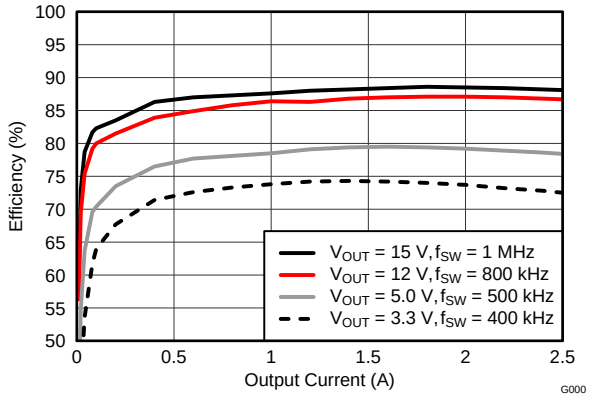
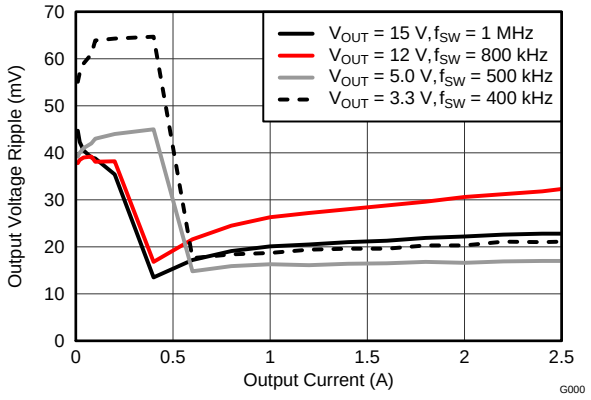
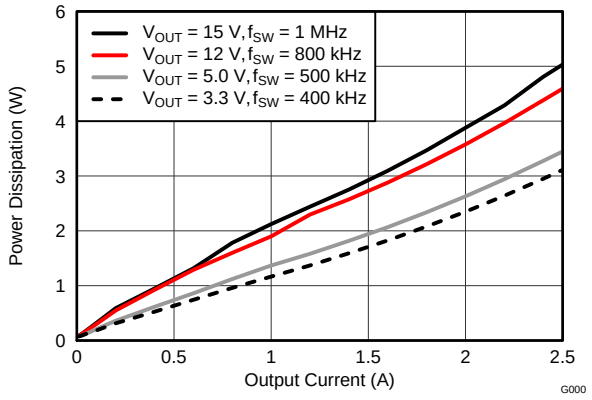

Figure 19. Efficiency vs. Output Current
Figure 20. Voltage Ripple vs. Output Current
Figure 21. Power Dissipation vs. Output Current
(1) The electrical characteristic data has been developed from actual products tested at 25°C. This data is considered typical for the converter. Applies to Figure 19, Figure 20, and Figure 21.
(2) At light load the output voltage ripple may increase due to pulse skipping. See Light-Load Behavior for more information. Applies to Figure 20.